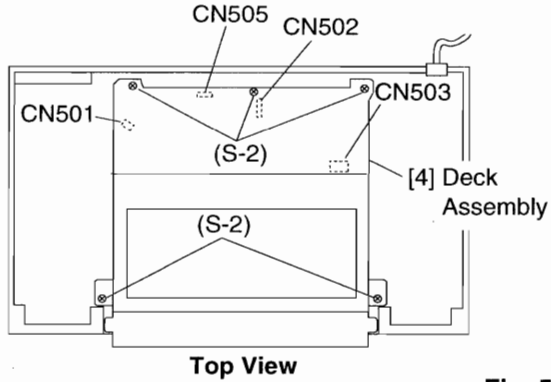

Fig. 5
3. Remove 5 Screws (S-2). Then slowly lift the Deck Assembly up. Lifting Deck Assembly disconnects 4 Connectors (CN501, CN502, CN503, CN505). (Fig. 5)